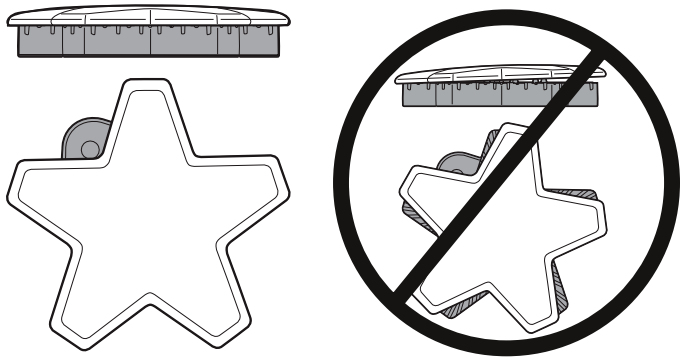

Figura 13: Tapa de quemador colocado correctamente
- Compruebe cada quemador para asegurarse de que no hay espacio entre la tapa y la base del quemador. Vea *Figura 13* para ejemplos de tapa de quemador instalada correcta e incorrectamente.
- Puede intentar mover con cuidado las tapas de los quemadores lateralmente para asegurarse de que estén colocadas correctamente en su base. Cuando es el caso, las tapas están rectas en la base y cubren completamente. la base del quemador en forma de estrella al mirarlas desde arriba, como se muestra en la *Figura 13*.